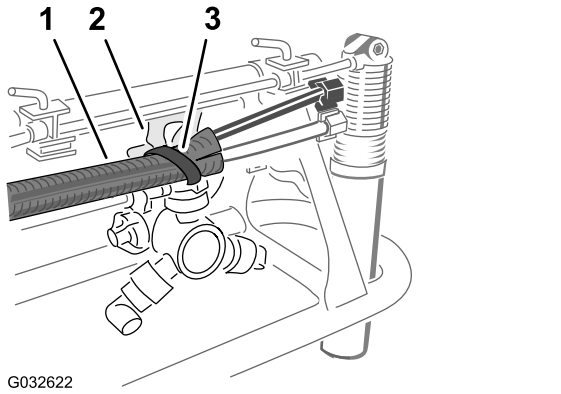

Figur 30
5. Fastgør rørsamlingen til hullet i dysestøtten med et kabelbånd som vist i Figur 30.